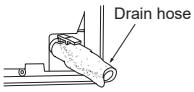
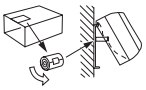

Fig. 4
Fig. 5
5) Insert the drain hose fully into the drain pan at the rear right of the indoor unit. (Fig. 4)
6) Insert the drain hose into wall hole sleeve (C), and hook the upper part of indoor unit on installation plate (1). Then, move the indoor unit completely to the left in order to make placing the piping in the back space of the unit easier.
7) Cut out a piece of cardboard from the shipping box, roll it up, hook it onto the back rib, and use it as a spacer to lift the indoor unit. (Fig. 5)
8) Connect the refrigerant piping with the extension pipe (B).
9) Thrust the lower part of the indoor unit into the installation plate (1).